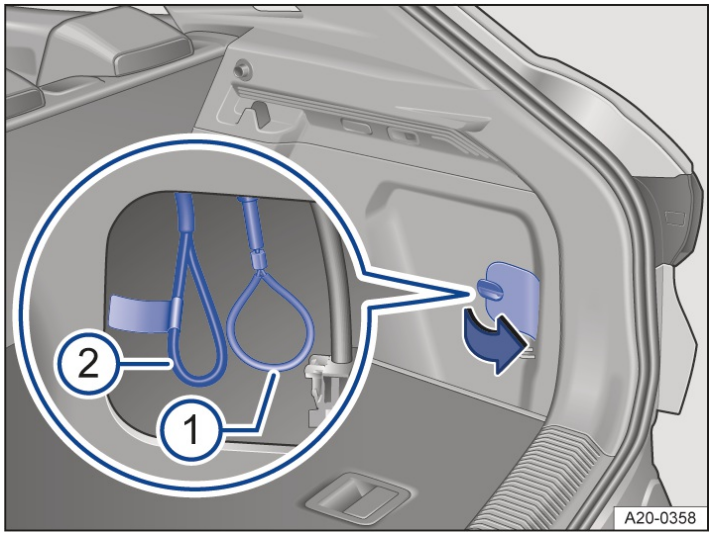

Fig. 4 Behind the flap in the right-hand luggage compartment trim: manual release mechanism for the
There is a flap with a catch on the bottom right-hand side of the luggage compartment→ *Fig. 4*.
6. Pull the loop for manual release→ *Fig. 4* (1). The loop does not have a tag→ ! The charging connector can now be removed → ⚠.
Depending on the equipment, there is a fuse loop for the high-voltage system for use by emergency services directly next to the loop for manual release → *Fig. 4* (2). The fuse is marked with a yellow tag→ !.